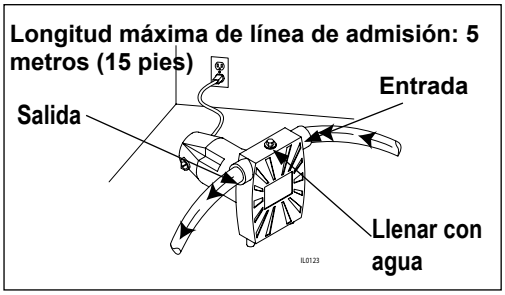

Figura 1
3. En la figura 1 se ilustra una instalación típica. Se proveen adaptadores roscados para conectar una manguera de jardín si las condiciones lo permiten. La bomba no debe estar en ningún caso a más de 5 m (15 pies) de altura o distancia de la fuente de entrada. Se recomienda el uso de una válvula de pie en la línea de admisión.